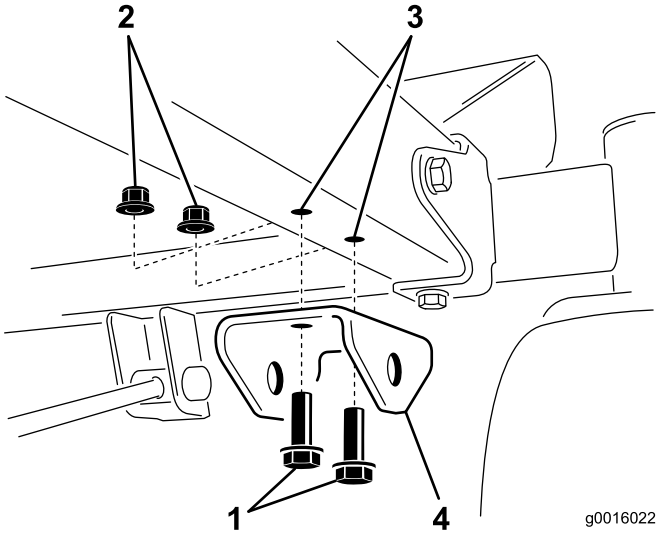

Bild 5
6. Befestigen Sie die Pedalhalterung vorne an der rechten Seite der Maschine am Rahmen, wie in in Bild 5 dargestellt.